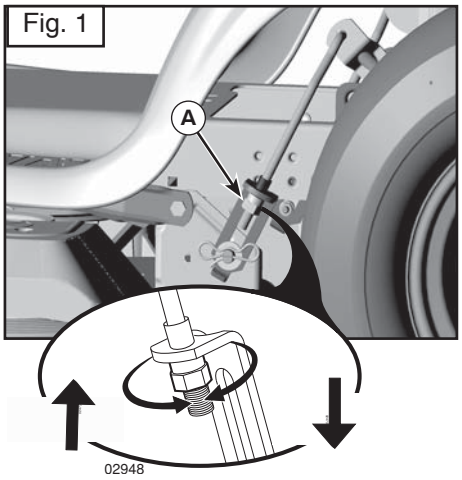

Fig. 1
2. Draai met een verstelbare sleutel of een sleutel van 3/4" de afstelmoer van de hefkoppeling (A) naar links om de maaier te verlagen, of naar rechts om de maaier te verhogen (Fig. 1).